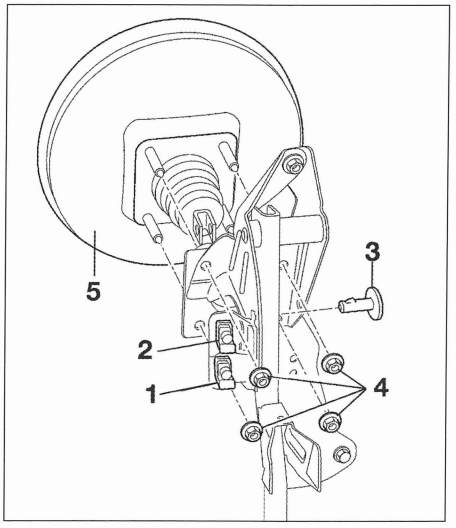

FIG. 21
- el contactor (1) de luces de stop del pedal de freno **(fig. 21)**.
- el contactor (2) de desactivación del regulador de velocidad del pedal de freno (según montaje).